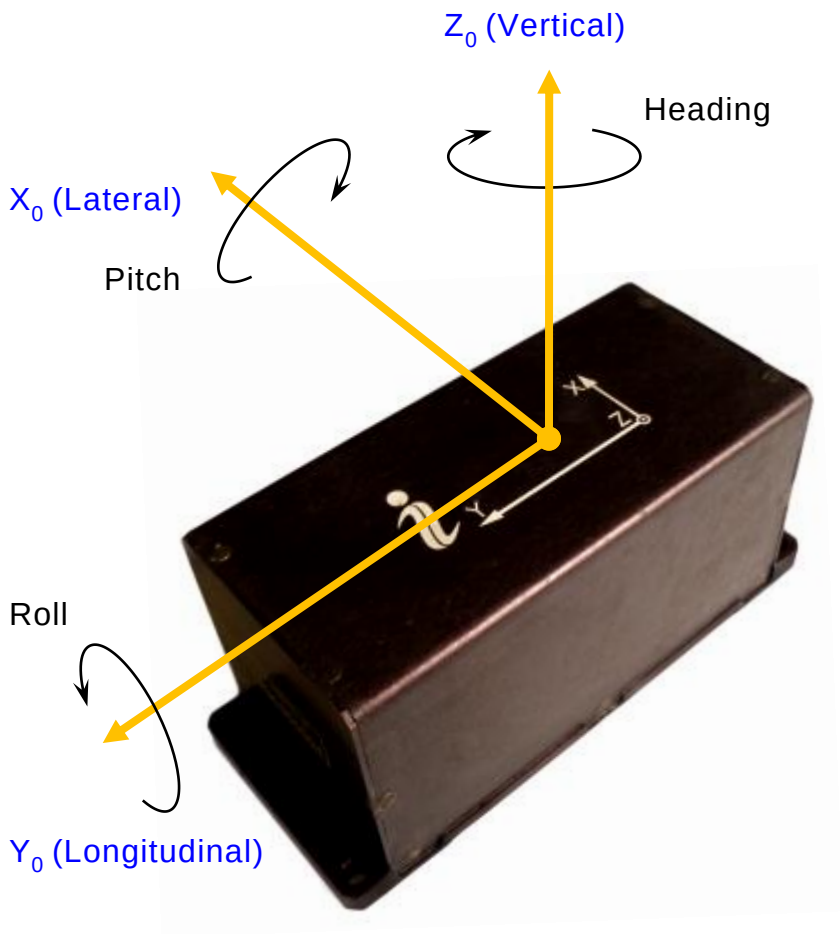

**Fig. E.1. Coordinate system of the Inertial Labs™ INS**
The Inertial Labs™ INS has axes orientation shown in Fig. E.1. At usual installation of the INS on the carrier object, the INS X, Y, and Z axes should be parallel to the object lateral, longitudinal, and vertical axes.
1. If, after mounting the INS, its axes (see Fig. E.1) are parallel to the carrier object axes, then the antenna coordinates should be measured in the directions of the X, Y, and Z axes.